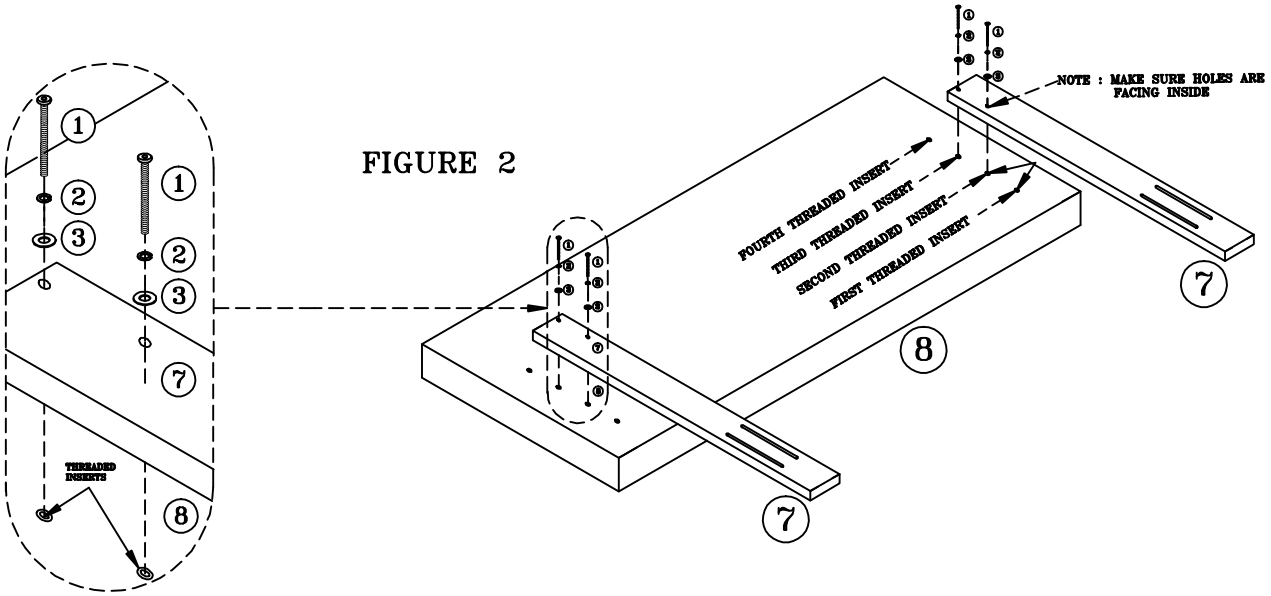

FIGURE 2
NOTE: For Assembly of Queen Size Headboard. See Figure 2
- Secure headboard post (7) with bolt (1),spring washer (2) and Flat metal washer (3).
- Tighten bolt (1) with Phillips screwdriver. SEE FIGURE 2